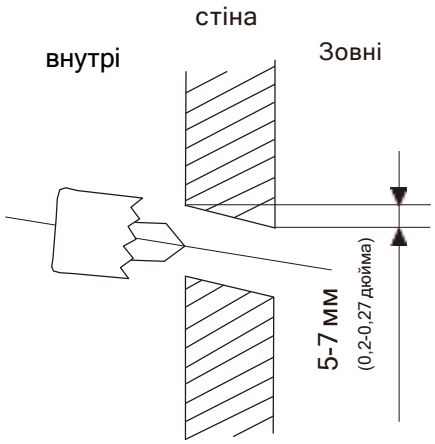

Рис. 3.2
2. За допомогою коронкового дриля діаметром 65 мм (2,5 дюйма) або 90 мм (3,54 дюйма) (залежно від моделі) просвердліть отвір у стіні. Переконайтеся, що отвір просвердлено під невеликим кутом вниз, щоб зовнішній кінець отвору був нижчим за внутрішній приблизно на 5-7 мм (0,2-0,27 дюйма). Це забезпечить належний відтік води. (Див.**Рис. 3.2**)